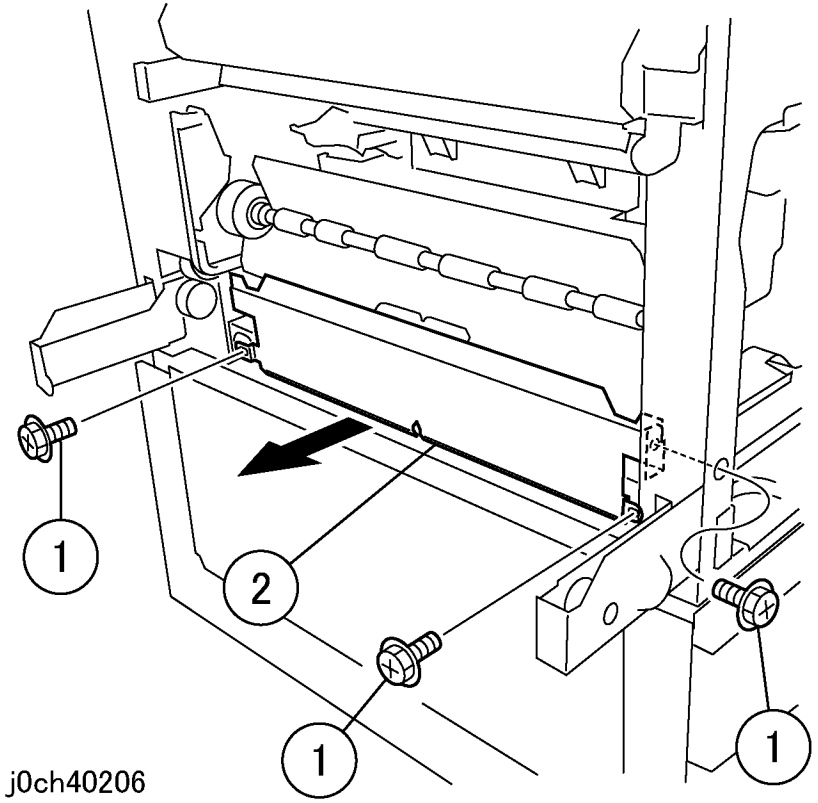

Рисунок 1 Снятие желоба для бумаги (j0ch40206)
5. Снимите узел желоба для бумаги (рисунок 1).